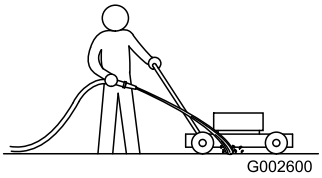

Figuur 25
1. Plaats de machine op een vlak, verhard oppervlak, laat de motor lopen en spuit een straal water voor het rechter achterwiel (Figuur 25).